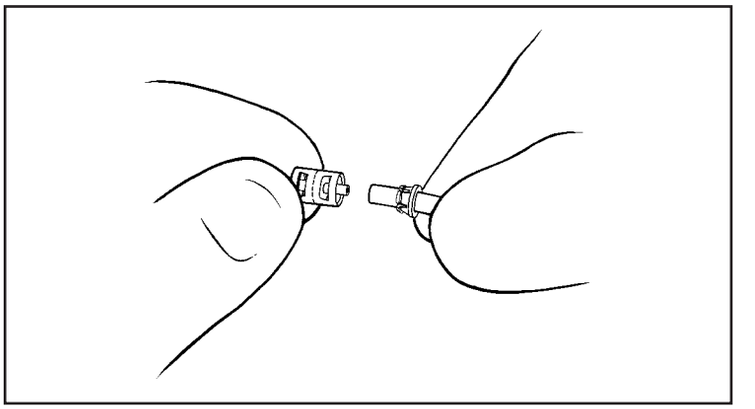

Figure 35. Firmly push the first end of the tubing onto the connector
6. Firmly push one end of the tubing to the middle wall of the connector (Figure 35) and check the tubing placement through the connector window.